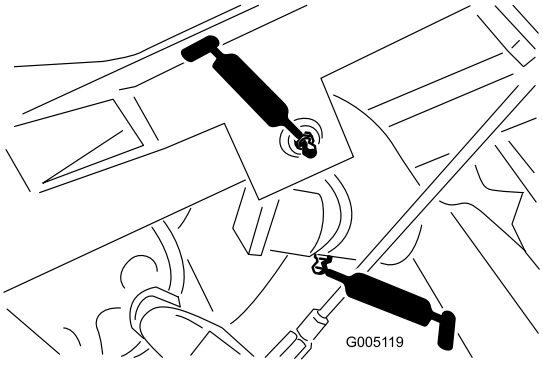

Figuur 29
- Draaipunt van hefarm (3) en draaischarnier (3) (Figuur 29)